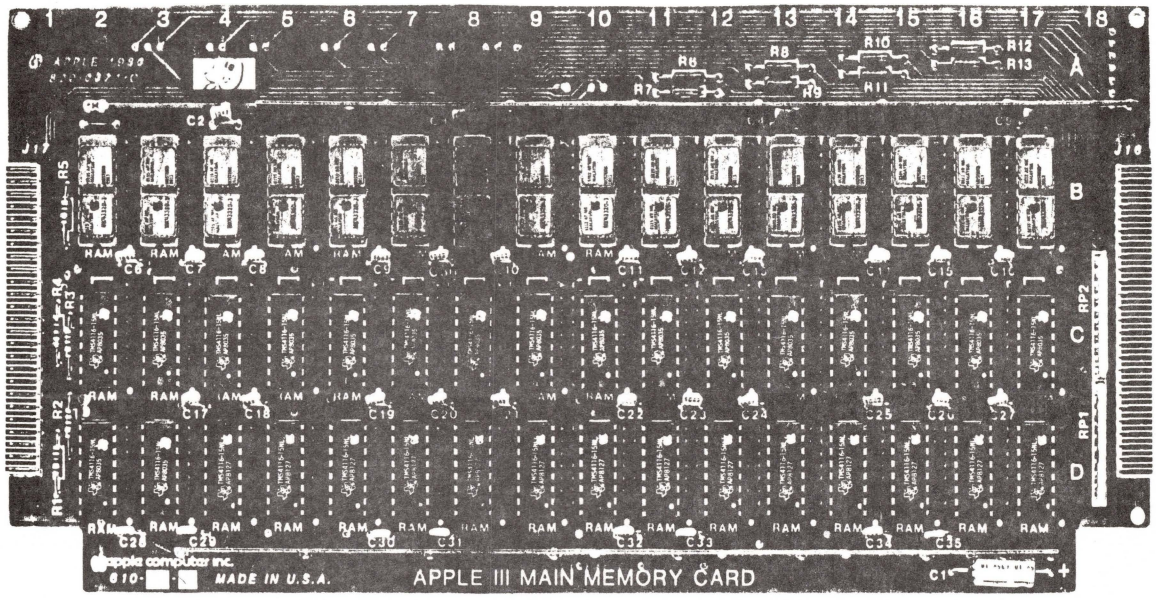

FIGURE 3 – 12V BOARD
4. The test will then check the RAM and report any failures. The 12V test gives RAM locations according to a grid of letters and numbers printed along the side and top of the 12V board (rows B, C, D; columns 2 through 17: see Figure 3).